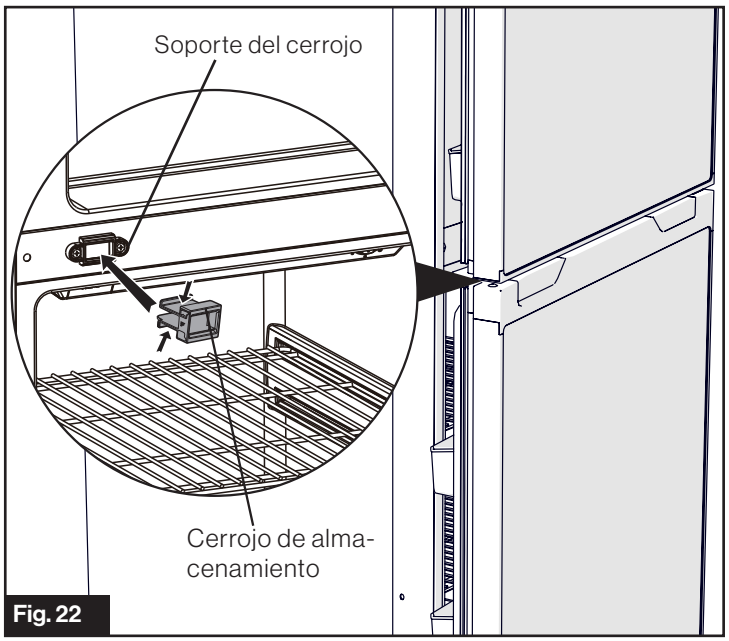

Fig. 22
2. Presione ambos lados del cerrojo de almacenamiento según las flechas de la Fig. 22 y tire para quitar el cerrojo de almacenamiento.